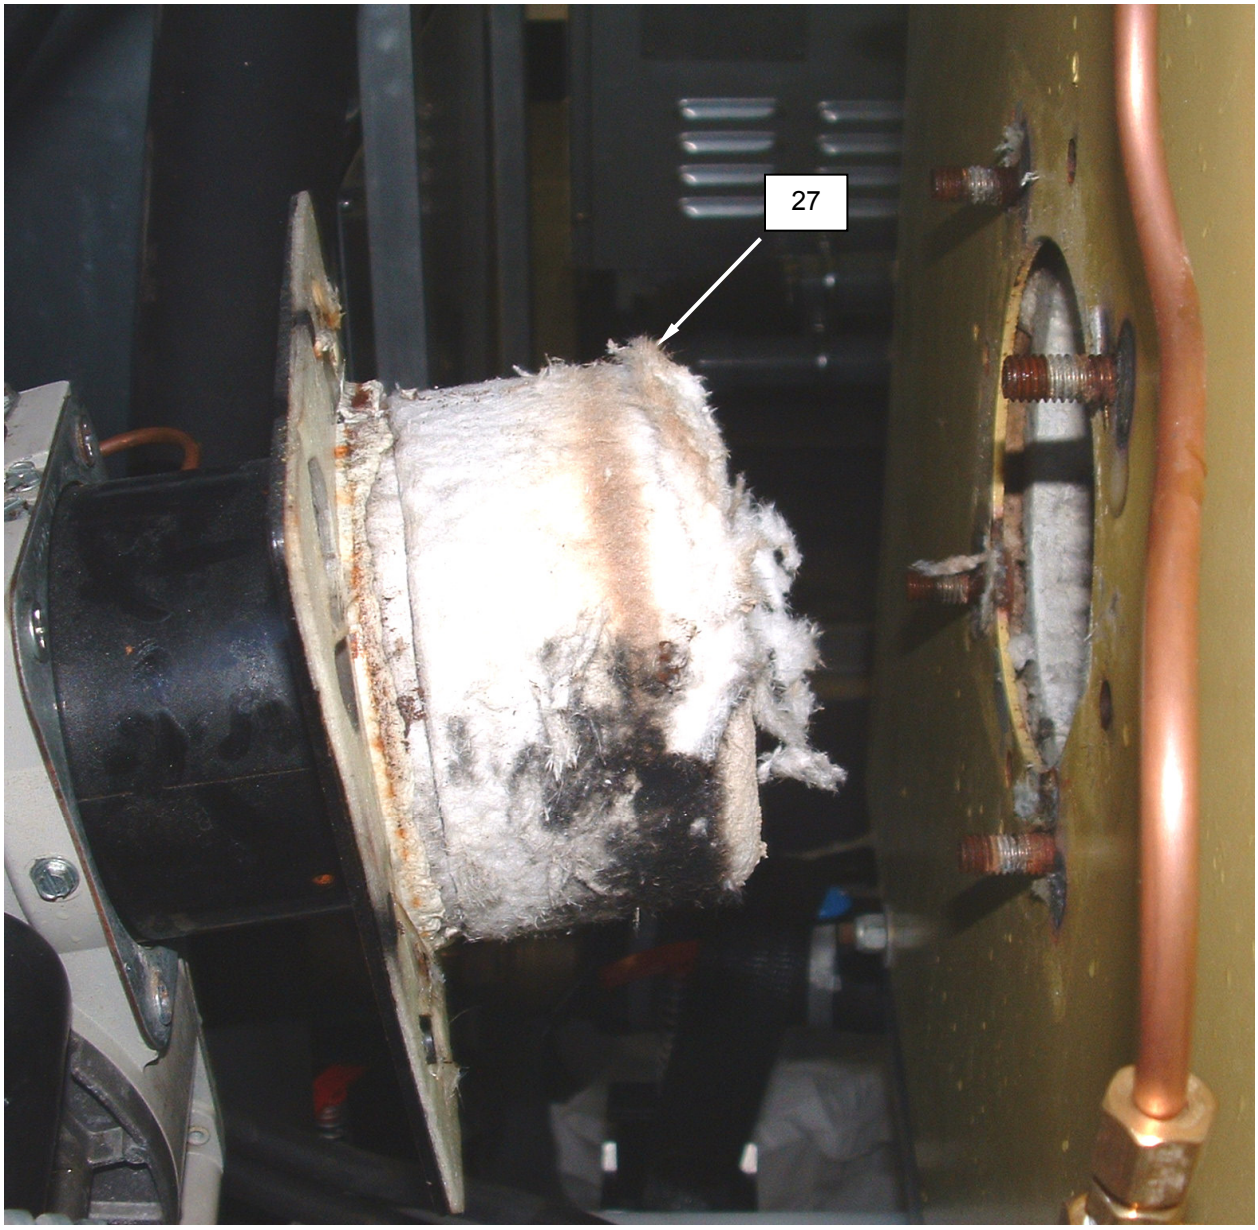

Figure 14. Replace the Burner Assembly.
7. Ensure the insulating amulet **(Figure 14, Item 27)** is in place.